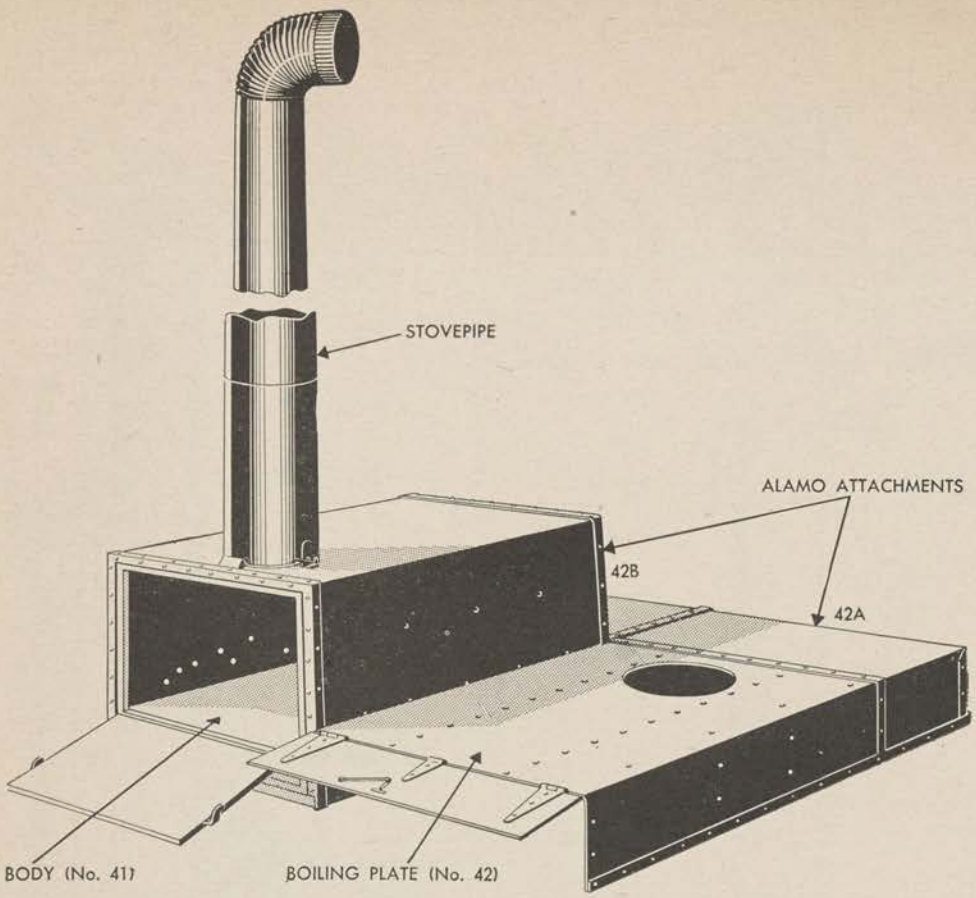

Figure 55. Range, Army field, No. 1 (65–B–1095) (complete with equipment, stock No. 65–B–1090).
a. The Army field range No. 1 (stock No. 65–B–1095) is a wood-burning range consisting of two major parts, an oven and a boiling plate, together with two additions to the boiling plate called Alamo attachments. (See figs. 55 and 56.) The range with attachments is designed to cook for 150 men.